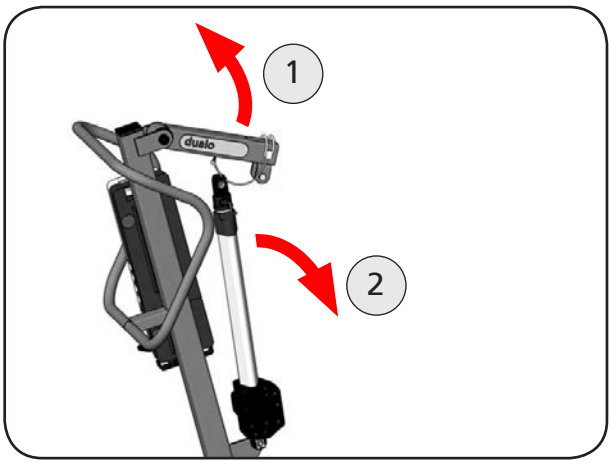
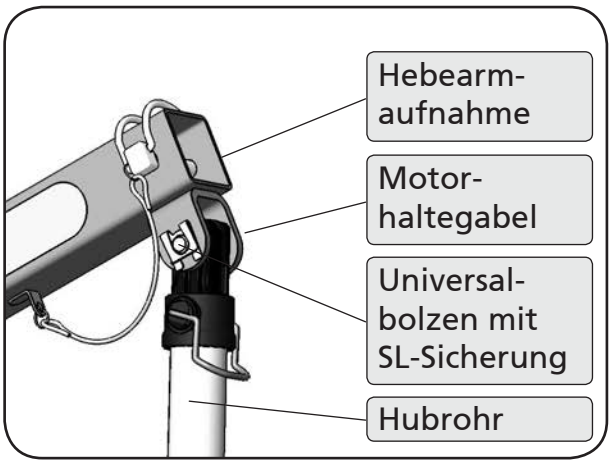

Abbildung 12
Abbildung 13
7. Schwenken Sie die Hebearmaufnahme hoch und befestigen Sie den Hubmotor mit dem Universalbolzen an der Motorhaltegabel (Abbildung 12). Sichern Sie den Universalbolzen mit der SL-Sicherung (Abbildung 13).